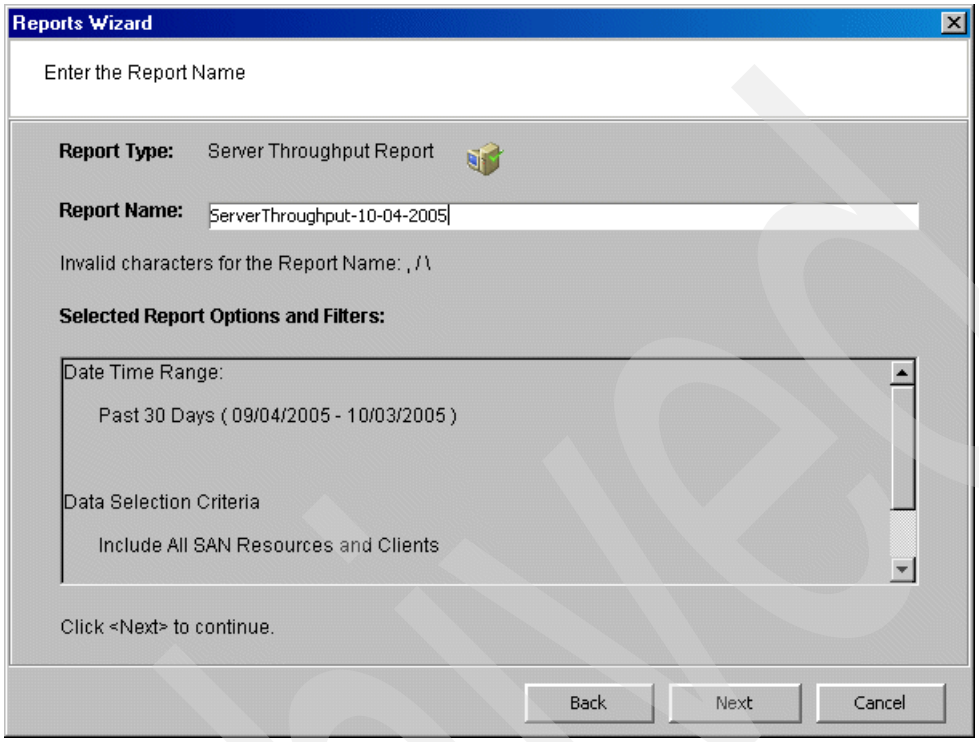

Figure 6-4 Enter the Report Name panel
4. In the Enter the Report Name panel (Figure 6-4), you can change the name of the report or choose to keep the default name. To rename the report, in the Report Name field, type a new name. Otherwise, leave it as is. Then click **Next**.